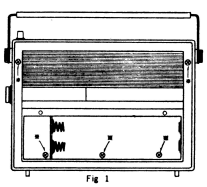

Fig 1
3. Open the cabinet back by removing five screws marked (※) shown in the Fig 1.